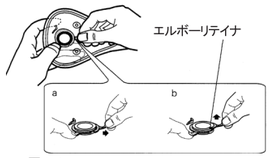

図4-4
⑦エルボーリテイナを外すため、エルボーリテイナの端を下げ、反対側を横に引き（図4-4 a）、さらに持ち上げて（図4-4 b）、エルボーから外してください。エルボーとエルボーリテイナをマスクフレームから外してください。